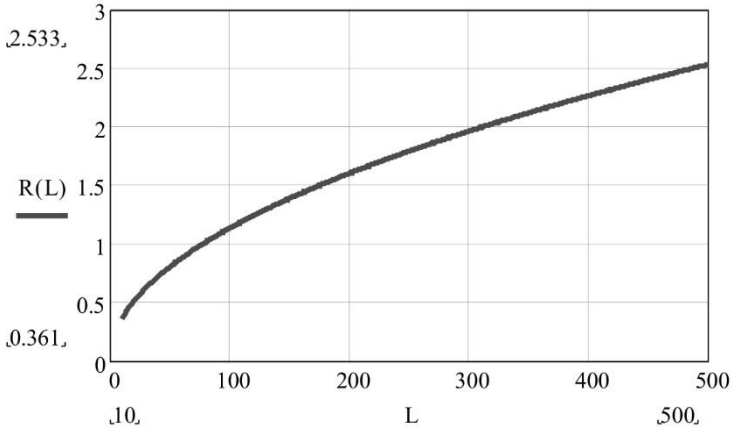

Рис. 4.3
4.4 Максимальная ширина ЧЗ на открытом участке зависит от расстояния между БПРД и БПРМ, определяется как ***2×R(L)*** по ориентировочному графику (см. рис. 4.3) при L равном расстоянию между БПРД и БПРМ. Ширина ЧЗ на конкретном отрезке определяется по тому же графику, но при L равном удвоенному расстоянию до
Примечания: 1) ширина ЧЗ увеличивается к середине и уменьшается при приближении к блокам; 2) ширина ЗО зависит от ориентации БПРД и БПРМ, расстояния до отражающих предметов и чувствительности, и может быть как меньше, так и больше приведенной на рис. 4.3.; 3) Все размеры приводятся в метрах.